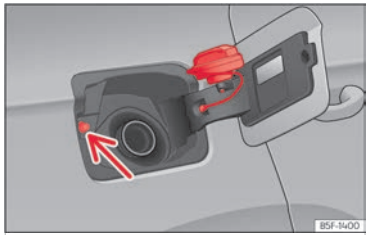

Fig. 218 Tapa del depósito con el tapón encajado.
• Colóquelo en el espacio que hay en la bisagra de la tapa abierta **››› fig. 218**.
Evite tocar el botón de bloqueo de la tapa de combustible **››› fig. 218** (flecha). El sistema entenderá que ha acabado y no podrá seguir